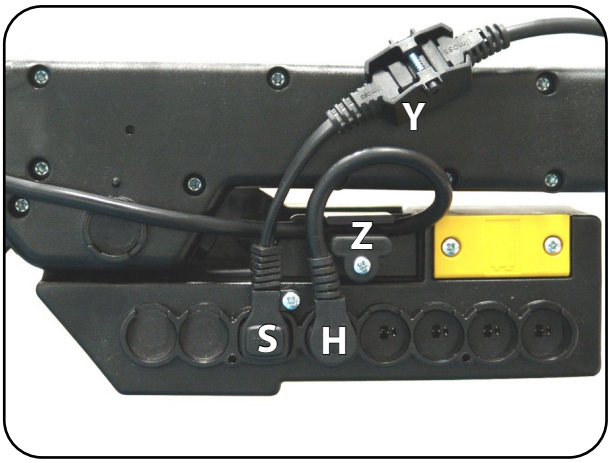

Abb. 6.2.04 - Steuerung
3. Schließen Sie die Handbedienung (H) an die Steuerung an und sichern Sie die Zuleitung der Handbedienung mit der Zugentlastung (Z) nach Abb. 6.2.04 Lösen sie hierzu die Abdeckung mit einem Schraubendreher, positionieren Sie die Zuleitung in der Zugentlastung und schrauben Sie die Abdeckung fest.